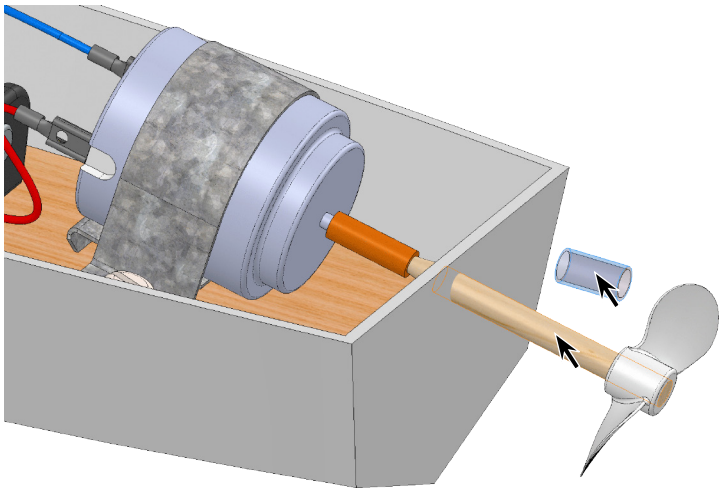

Fig. 7
Step 3. Click **cylindrical face of Bushing** and **cylindrical face of Prop Shaft**, **Fig. 7**.